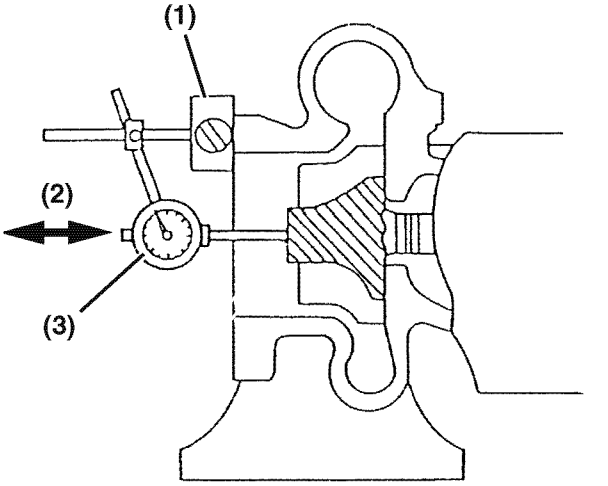

Figure 10-4
1. Set up a dial indicator as shown **(Figure 10-4)**.